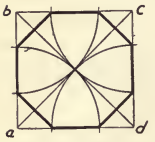

Fig. 33.
14. To Construct an Octagon.—Draw diagonals of the square **abcd** in Fig. 33. With the corners as centers, and one-half the diagonal as a radius, draw arcs intersecting the sides of the square. Connect the points of intersection with straight lines, thus forming an octagon. This method is valuable where it is desired to lay out an octagonal timber from a square timber.